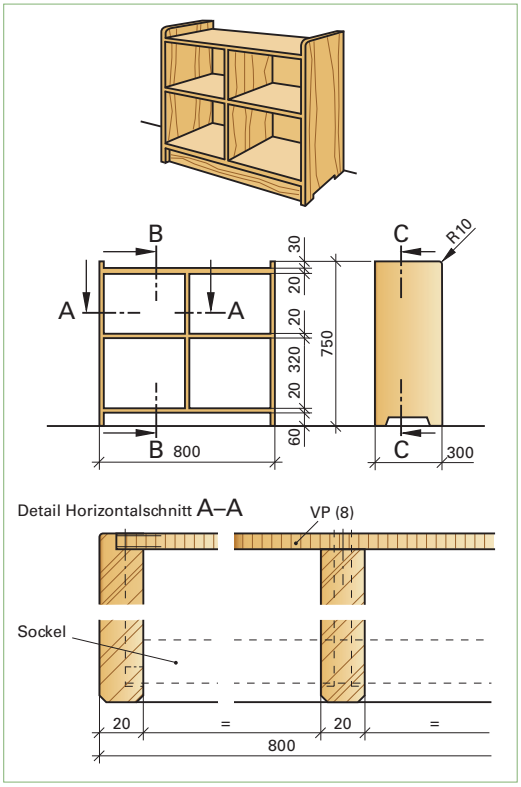

**Bild 1: Regal in Lärche**
**Beispiel:** Von dem gezeichneten Regal sollen 3 Stück hergestellt werden. Stellen Sie die Materialliste auf **(Bild 1)**.